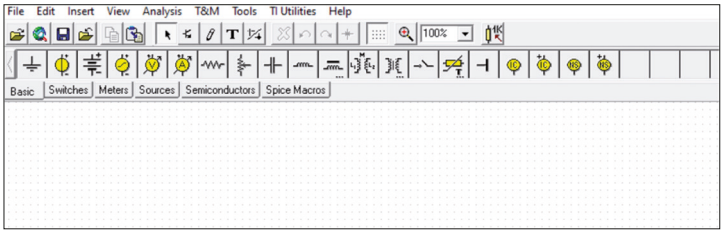

Figure 2.19 TINA-TI simulation startup screen.
- Click on the icon to start the simulator program. The startup screen is shown in Figure 2.19.